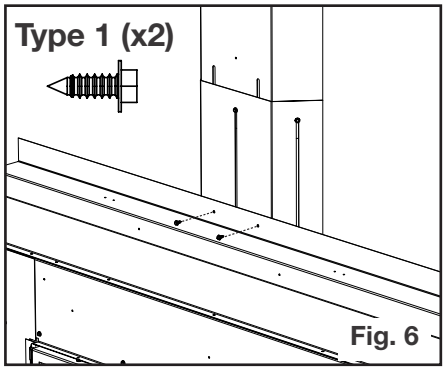

Fig. 6
6. Fixez le bouclier d'aération avec deux attaches (fournies) sur le cadre supérieur avant (Figure 6).